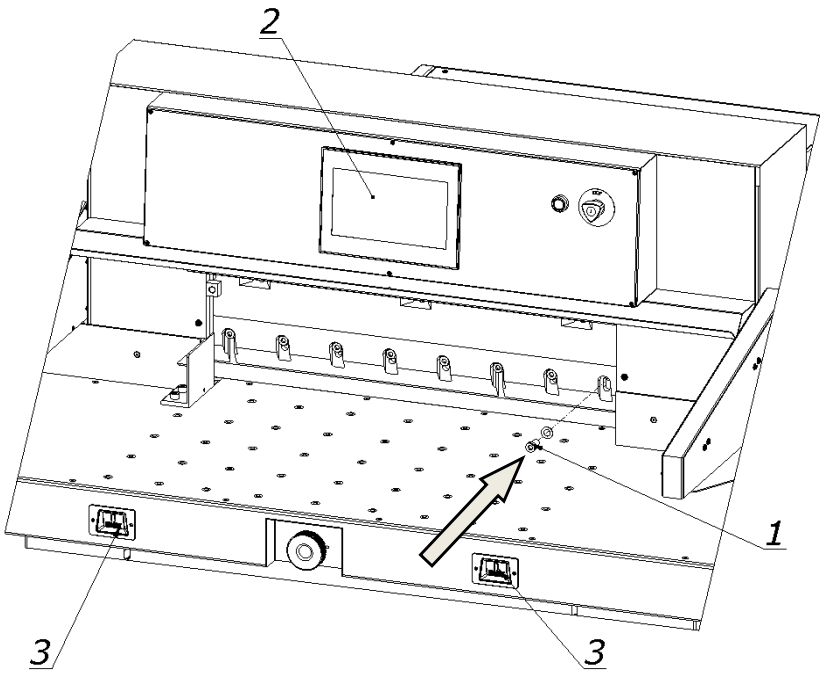

Figure 34.
13. Lightly screw in screw 1 (Fig. 34).